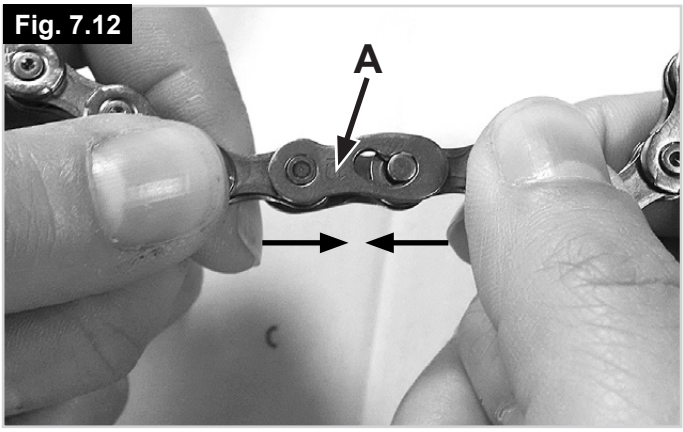

Fig. 7.12
- Localize a peça de fixação rápida (A) na sua corrente, limpe a área em redor, segure firmemente nos elos da corrente à direita e à esquerda da peça de fixação e empurre-os uns contra os outros (Fig. 7.12).